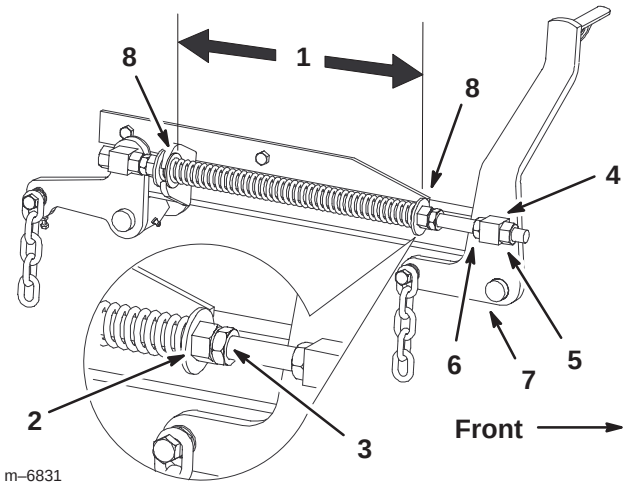

Figure 65
7. Loosen the front swivel jam nuts, at the front of the right and left swivels, approximately a 1/2 inch (13 mm) (Fig. 65).
8. Adjust the lift nuts on both the left and the right side of the machine to achieve **1/4 to 3/8 inch (6 to 10 mm) lower in front at *A* than in the rear at *B*** (Fig. 65).
2. Check the distance between the two large washers, it needs to be 10–1/2 inches (26.7 cm) (Fig. 65).
3. Adjust this distance, by loosening the spring jam nut and turning the nut in front of each spring (Fig. 65). Turning the nut clockwise will shorten the spring; counter–clockwise will lengthen the spring.
4. Lock the nut into position by tightening the spring jam nut (Fig. 65).